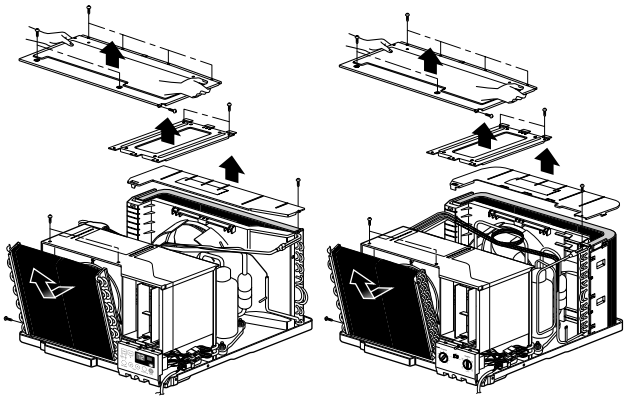

Figure 4 (a) **Figure 4 (b)**
4. Remove the covers and the brace. (See Fig. 4)
2. Remove the 3 screws which fasten the evaporator at the left side and the top side. (See Fig. 4)